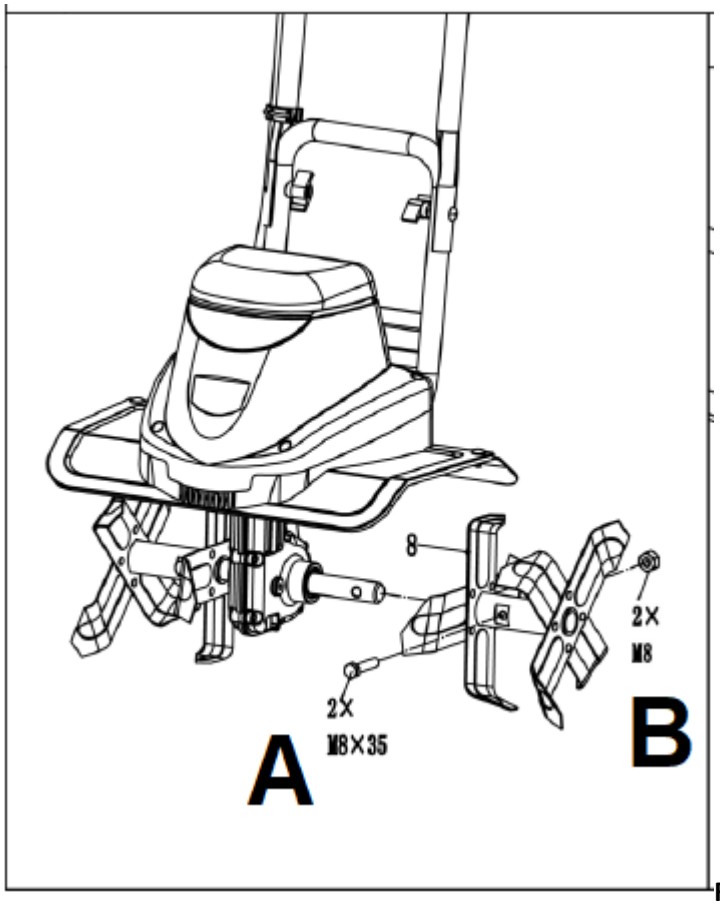

Rys. 11
1. Rozkręć śrubę (Rys. 11, poz. A) wraz z nakrętką (Rys. 11, poz. B) z wału.